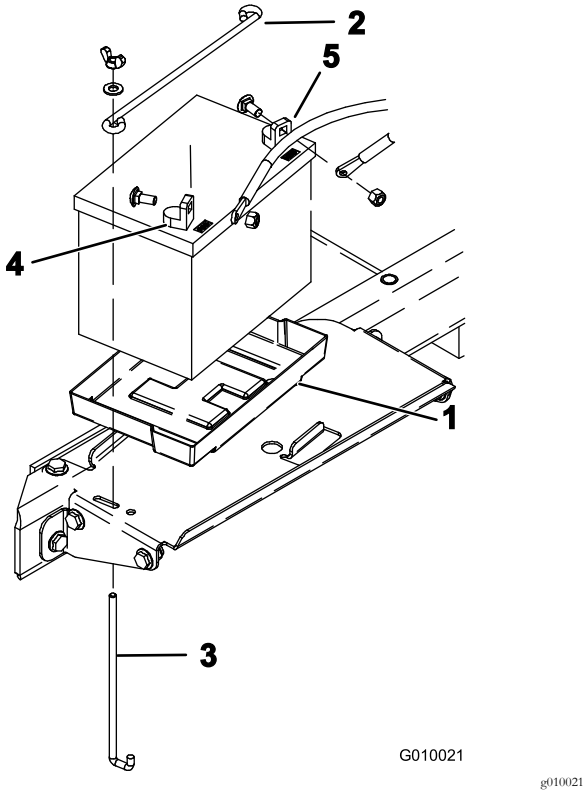

Rysunek 6
8. Ustaw akumulator na tacy w komorze akumulatora (Rysunek 6) tak, aby jego zaciski były skierowane na zewnątrz.
9. Zamocuj akumulator do podstawy komory za pomocą drążka akumulatora, 2 drążków mocujących, 2 płaskich podkładek i 2 nakrętek motylkowych (Rysunek 6).
10. W pierwszej kolejności zamocuj klemę przewodu dodatniego (czerwonego) do zacisku dodatniego (+) za pomocą śruby zamkowej z nakrętką (Rysunek 6), a następnie klemę przewodu ujemnego (czarnego) do zacisku ujemnego (-) za pomocą śruby zamkowej z nakrętką (Rysunek 6). Na dodatni zacisk akumulatora nasuń gumowy kapturek zabezpieczający przed zwarciem.